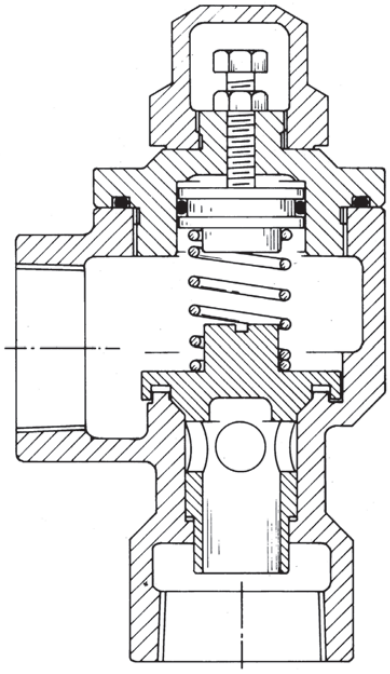

Figure 19
1. **Constant Bleed System (CBS)** option **(Figure 19)** provides for controlled 'bleed-off' of vapor, enhancing self-priming and vapor clearing capabilities of the pump. **NOTE:** All Blackmer bypass valves use a similar hole to both equalize pressure and "bleed off" vapors.